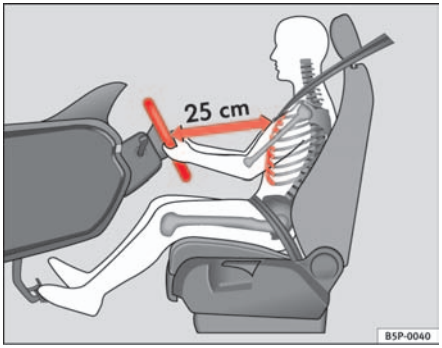

Fig. 128 Proper sitting position for driver
– Adjust the steering wheel in this way until the correct position is set ⇒ fig. 128.
- **Adjust the driver seat or steering wheel so that there is a distance of at least 25 cm between the steering wheel and your breast bone ⇒ page 157, fig. 128. If you fail to observe the minimum distance, the airbag will not protect you. Risk of fatal injury.**